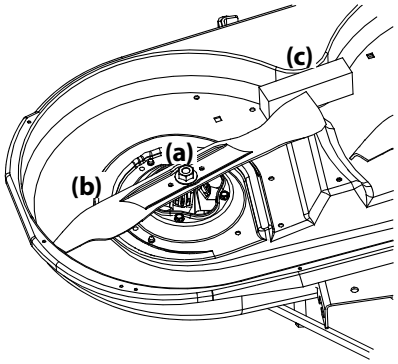

Figure 4-22
2. Use a 15⁄16" wrench to hold the hex nut on top of the spindle assembly when loosening the hex nut (a) securing the blade (b). A block of wood (c) may be placed between the deck housing and the cutting edge of the blade (b) to help in breaking loose the hex nut (a) securing the blade. See Figure 4-22.